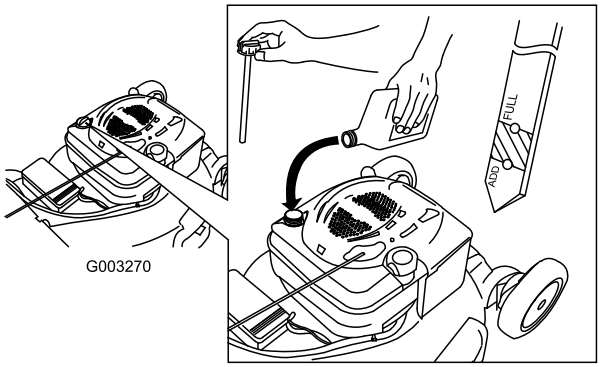

Figuur 10
1. Verwijder de peilstok uit de buis en veeg deze schoon. Schuif daarna de peilstok weer helemaal terug (Figuur 10).
2. Haal de peilstok eruit en controleer het oliepeil (Figuur 10). Als het peil onder de Bijvullen-markering op de peilstok staat, giet dan **langzaam** voldoende olie in de vulbuis totdat het peil de VOL-markering op de peilstok bereikt. **Niet te vol vullen.** (Maximale vulhoeveelheid: 0,59 l, type: SAE 30 reinigingsolie, met onderhoudsclassificatie SF, SG, SH, SJ, SL van het American Petroleum Institute [API] of hoger).